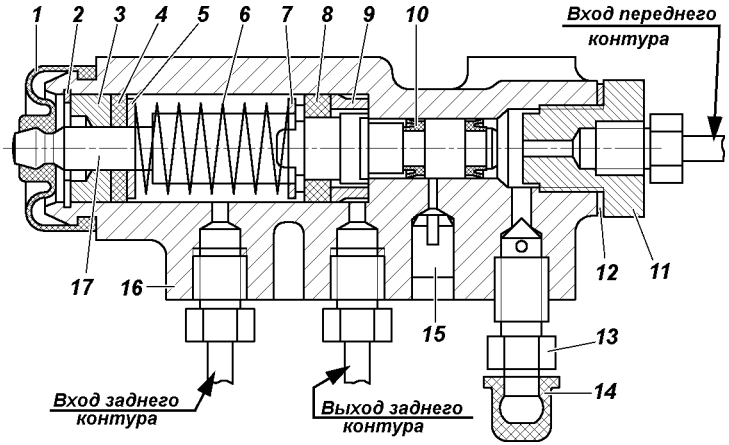

Рис. 9.32. Регулятор давления:
Регулятор давления. На автомобилях, не оснащенных антиблокировочной системой тормозов, устанавливается регулятор давления (рис. 9.32), который обеспечивает оптимальное распределение тормозных сил по осям автомобиля и не дапускает блокировку задних колес раньше передних. При обслуживании проверяйте работоспособность регулятора давления. Очищайте регулятор от грязи и проверяйте надежность его крепления. Внешним осмотром убедитесь, что регулятор
3. Заверните болт 3 до соприкосновения его с хвостовиком поршня 17 (см. рис. 9.32) регулятора.